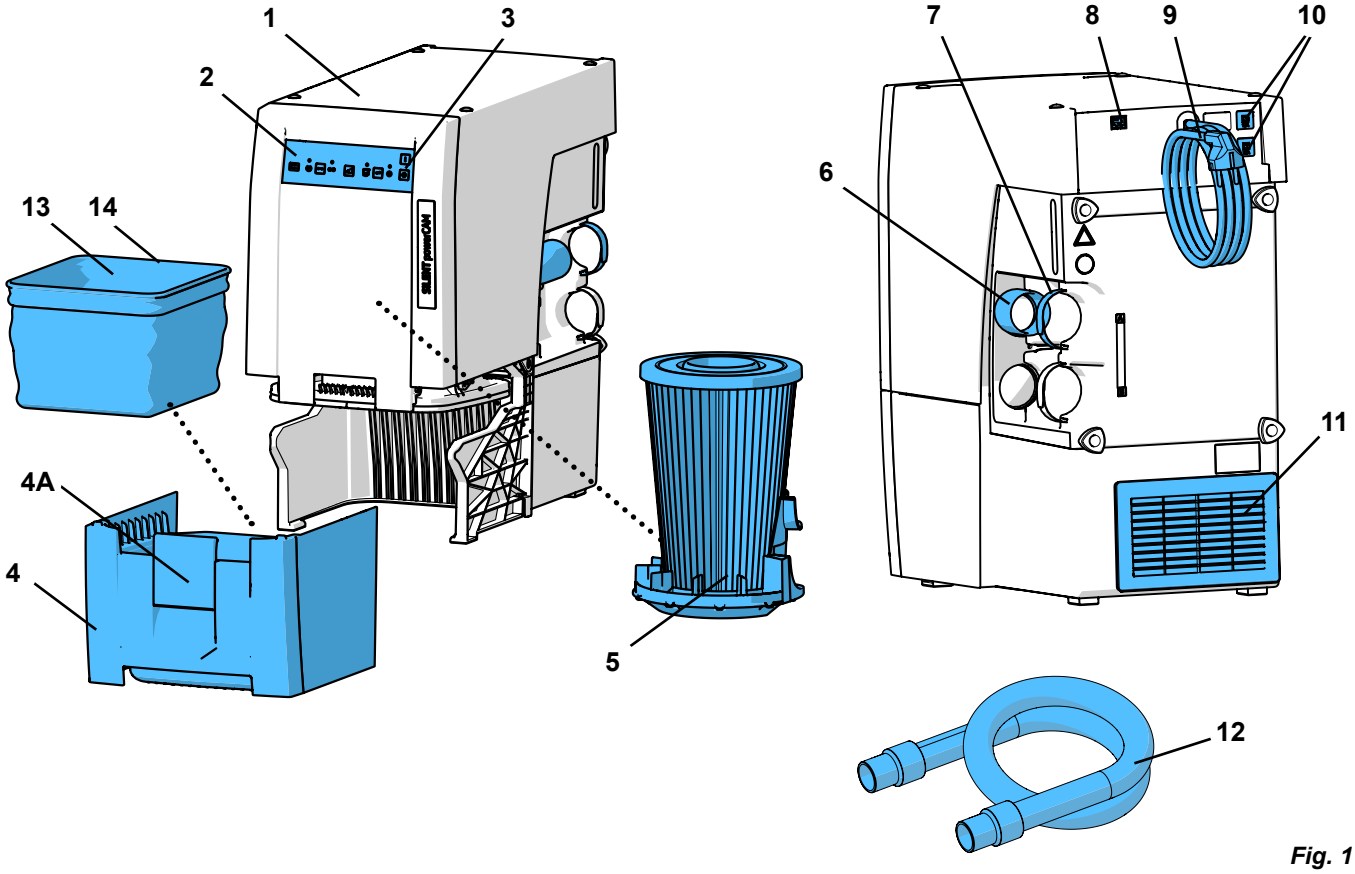

Fig. 1
- L'evacuazione dell'aria di scarico (11, Fig. 1) non sia ostacolata.
- Apertura sul lato posteriore dell'armadio, misure min. 250 x 120 mm, direttamente davanti all'uscita dell'aria (11, Fig. 1).
⇒ Svolgere il cavo di alimentazione (9, Fig. 1) e inserire la spina nella presa elettrica del locale.